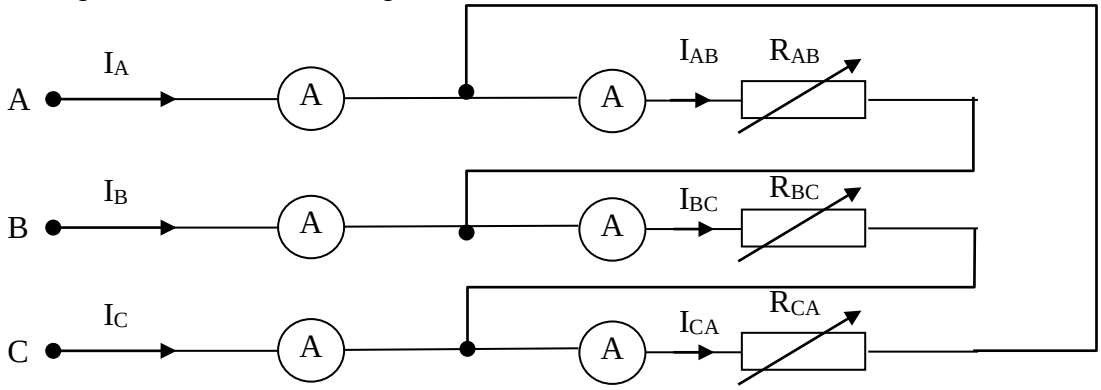

Рис. 2.3. Схема включения трехфазного приёмника треугольником.
1. Собрать цепь по схеме на рис. 2.3.